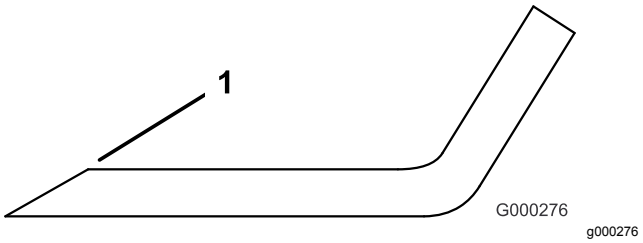

**Figuur 111**
1. Gebruik een vijl om de snijranden aan beide uiteinden van het mes te slijpen (Figuur 111).
**Opmerking:** Als het mes niet in balans is, moet u wat metaal afvijlen van het uiteinde van de vleugel (Figuur 111).